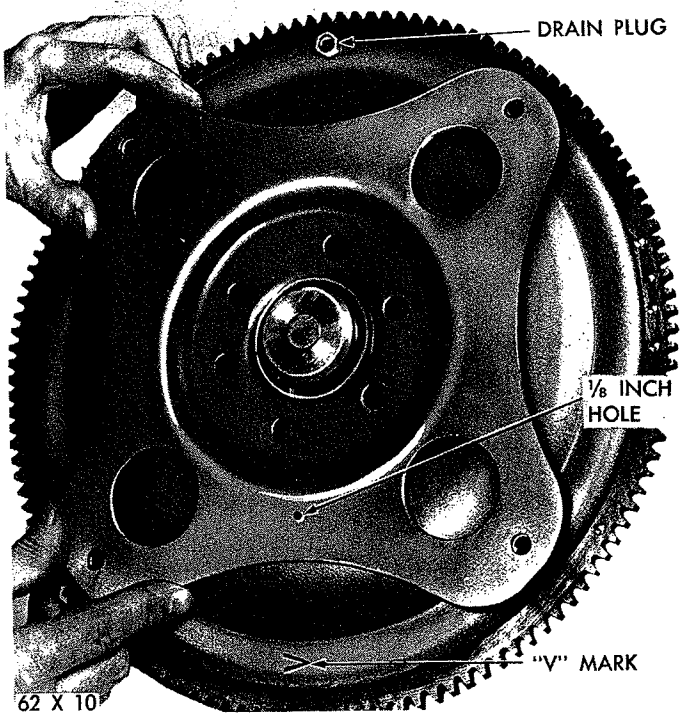

*Fig. 111—Converter and Drive Plate Markings*
(3) Attach a small "C" clamp to edge of bell housing to hold converter in place during transmission installation.
(4) Inspect converter drive plate for distortion or cracks and replace if necessary.
(5) Coat converter hub hole in crankshaft with wheel bearing grease. Place transmission and converter assembly on a service jack and position assembly under vehicle for installation. Raise or tilt as necessary until transmission is aligned with engine.
(6) Rotate converter so mark on converter (made during removal) will align with mark on drive plate. The offset holes in plate are located next to ⅛ inch hole in the inner circle of plate. A stamped V mark identifies the offset hole in converter front cover (Fig. 111). Carefully work transmission assembly forward over engine block dowels with converter hub entering the crankshaft opening.
(7) After transmission is in position, install bell housing bolts and tighten 25 to 30 foot-pounds.
(8) Install and tighten the two lower drive plate to converter bolts to 270 inch-pounds.
(9) Install starting motor and connect battery ground cable.
(10) Rotate engine with remote control switch and install the other two drive plate to converter bolts. Tighten bolts to 270 inch-pounds.
(11) Install crossmember and tighten attaching bolts securely. Lower transmission so extension housing is aligned and rests on rear mount. Install bolts and tighten to 35 foot-pounds.